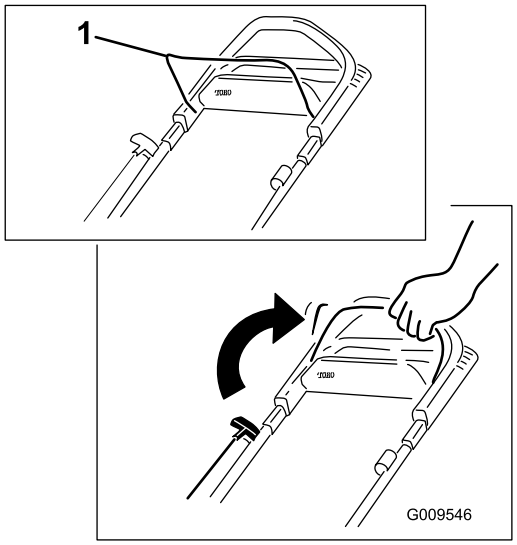

Figur 13
1. Håll knivstyrstången mot handtaget Figur 13).